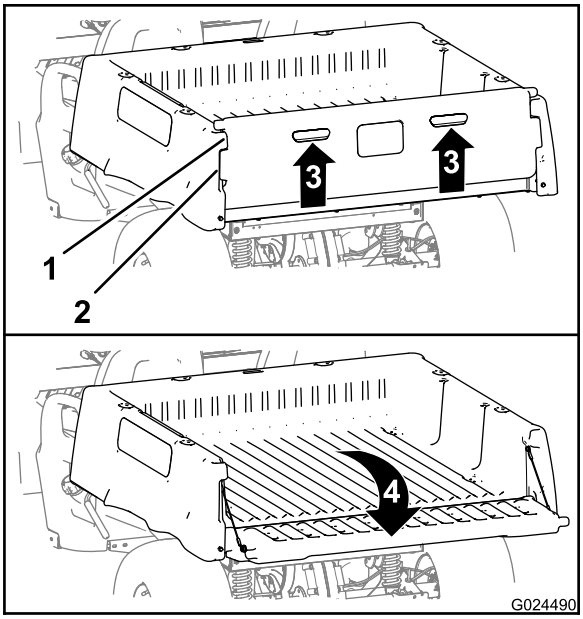

Figur 15
2. Lyft upp med hjälp av handtaget på flakskyddets bakpanel (Figur 15).
3. Rikta in flakskyddets låsflänsar efter öppningarna mellan lastlådans flakskyddsflänsar (Figur 15).
4. Fäll flakskyddet bakåt och nedåt (Figur 15).
6. Fäll flakskyddet uppåt och framåt tills flakskyddets låsflänsar är i linje med flakskyddsfördjupningen i lastlådan (Figur 15).
7. Fäll flakskyddet bakåt tills det sitter på plats bak på lastlådan (Figur 15).